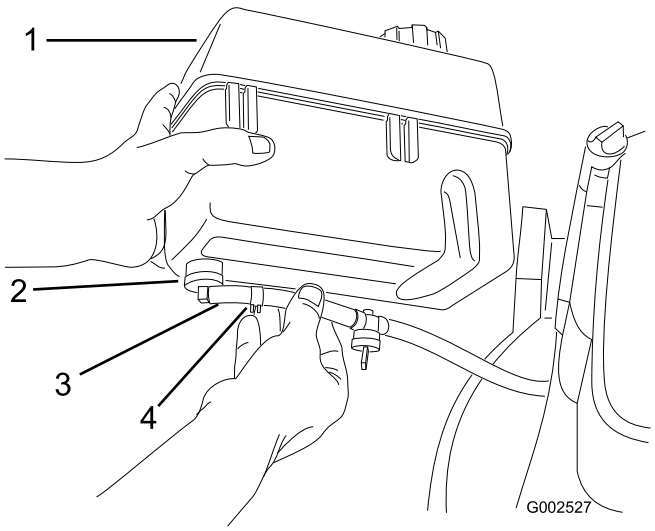

Figur 5
1. Trä på bränsleslangens ände på vinkelkopplingen (Figur 5).
2. Fäst bränsleslangen på plats med bränsleslangklämman (Figur 5).